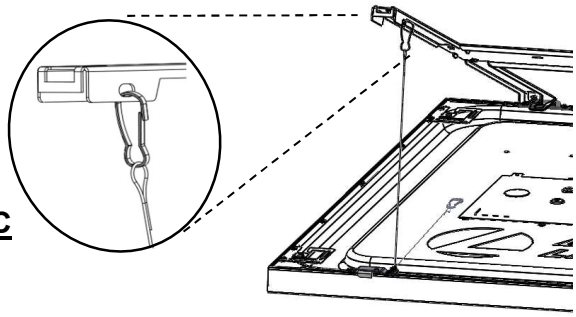

Figure 6C
- Enfin, poussez doucement CPANL vers les charnières jusqu'au siège complet à l'arrière du support et tournez le côté de loquet de l'appareil vers le plafond jusqu'à ce que vous soyez en mesure de connecter les câbles d'attache (2x) en place sur le devant du support de cintre, voir figure 6C.